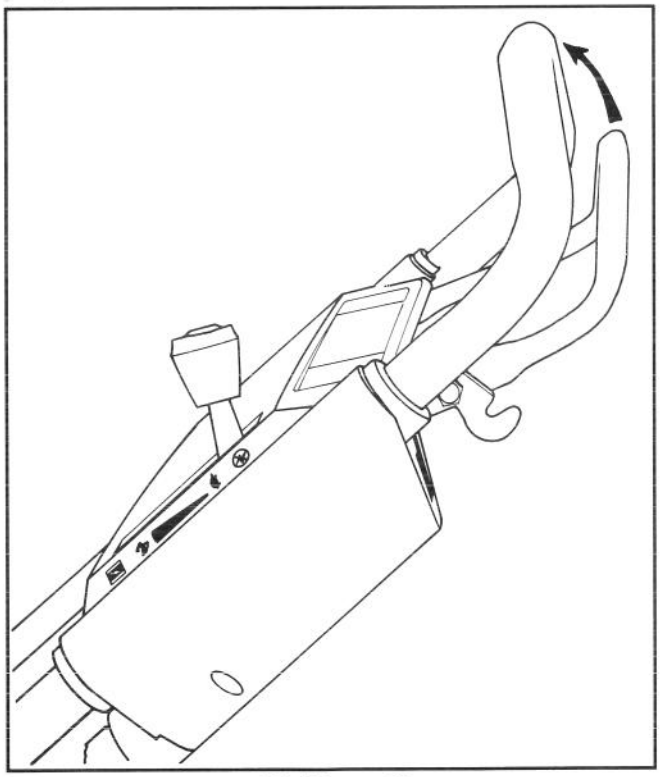

Abbildung 10
5. FAHRBETRIEB (selbstgetriebenes Modell) (Abb. 10)—Den Antriebshebel gegen den Gestängegriff drücken, um den Mäher in Bewegung zu setzen. Wird der Antriebshebel losgelassen, wird auch der Antrieb ausgeschaltet.